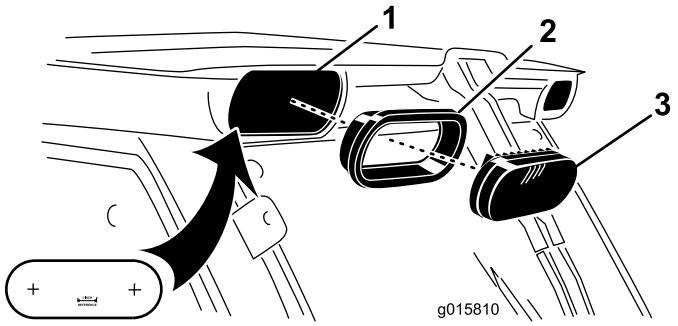

Figure 9
2. On the front of the cab headliner, use the template (Figure 9) to locate and mark the two mounting holes for the warning lights (Figure 9).
4. Insert a gasket and warning light into each hole in the headliner (Figure 9).